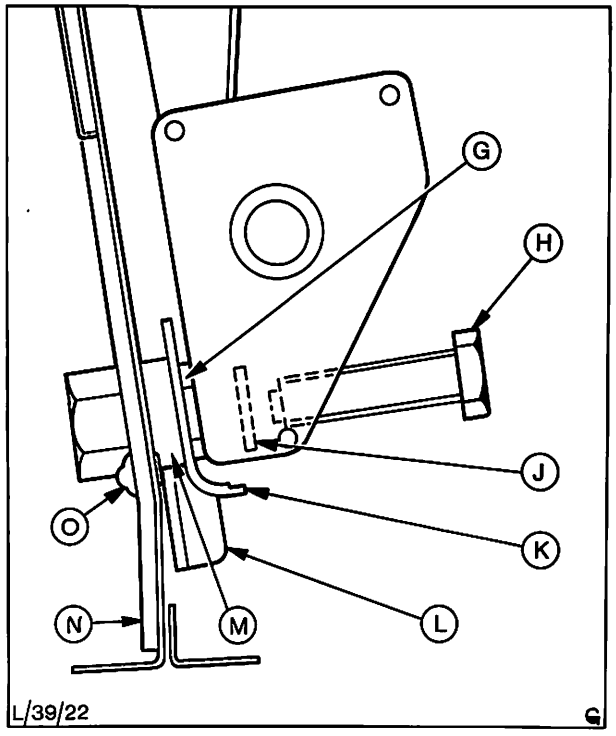

Abb. 21 Halterung – Aufrollautomatik
2. Bolzen der Ankerplatte, Beilagscheiben und Halterung der Aufrollautomatik am Fuß der „B"-Säule abbauen, Abb. 21.